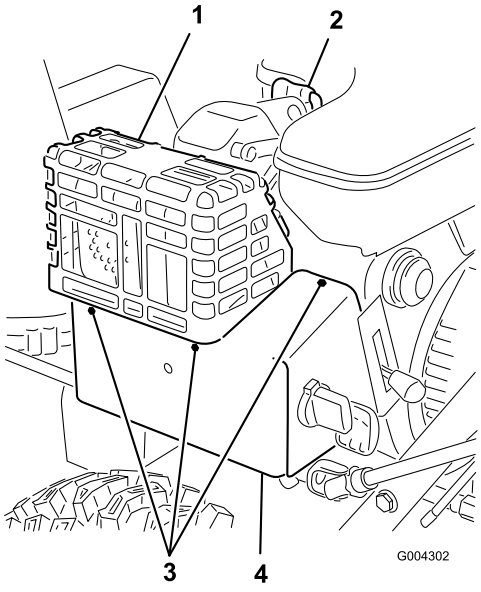

Figur 18
Om du kör motorn när lufttemperaturen är över 4 °C ska du ta bort förvärmaren på förgasaren (Figur 18).
1. Koppla bort tändkabeln från tändstiftet och kontrollera att den inte nuddar vid stiftet (Figur 18).
4. Ta bort fästdonen som håller förvärmaren på förgasaren på plats (Figur 18).
1. Anslut tändkabeln (Figur 18).